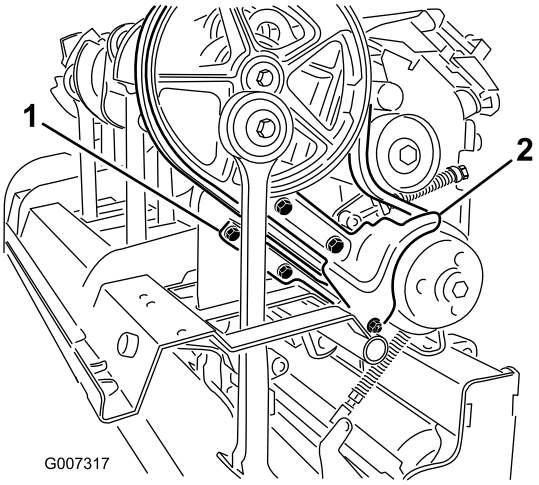

Figur 32
3. Fjern festerne som fester smusskyddet og det nedre remskyddet (Figur 32) Fjern smusskyddet og den nedre remskyddet.